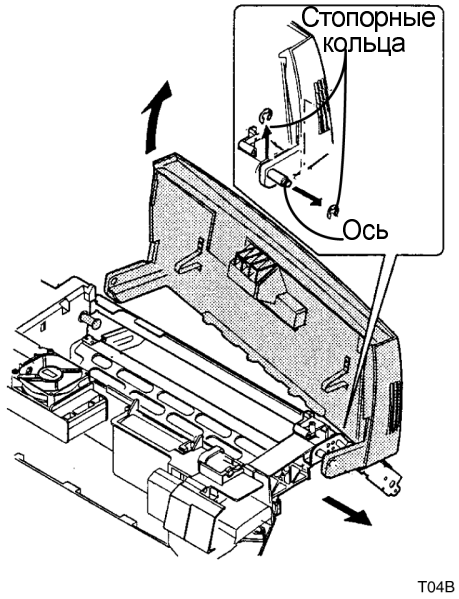

Рисунок 7. Снятие правых стопорных колец
11. (Рисунок 7): Снимите внешнее стопорное кольцо с правой стороны правой оси барабана переноса.